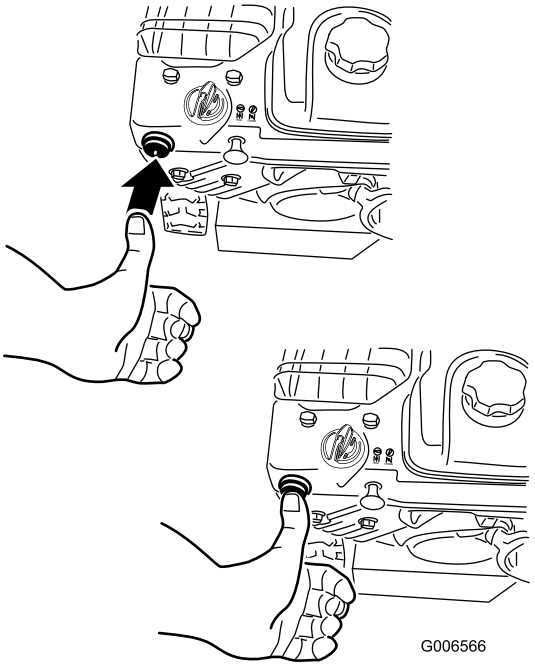

Figur 27
4. Tryk spædepumpen godt ind med tommelfingeren 2 gange (-9° C eller derover) eller 4 gange (mindre end -9° C), idet du hver gang trykker et sekund, før du slipper (Figur 27).